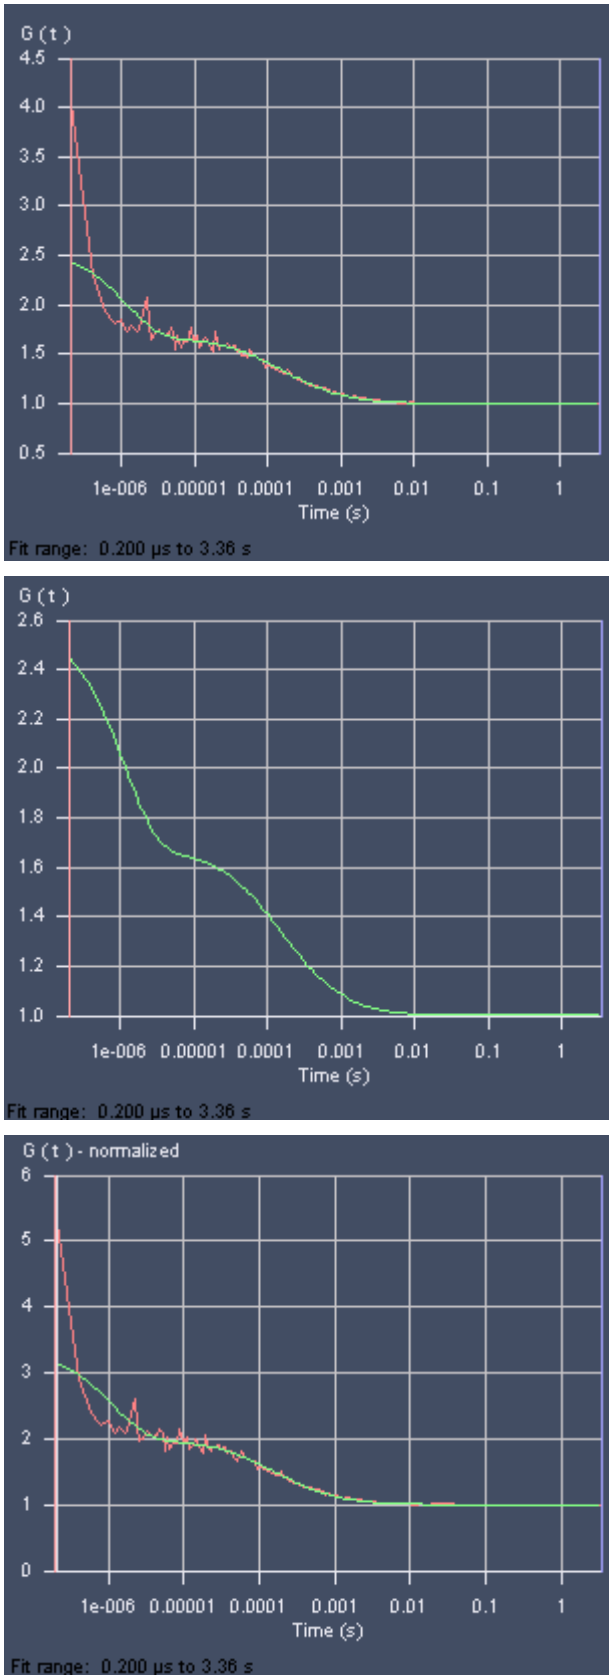

Fig. 379 **Fit Correlation Curve (standard display), with fit curve only, in normalized form**
- Select **Normalize** to display the correlation curves in a normalized form (Fig. 379). The amplitude of the diffusion contribution will be normalized to 2, not the total amplitude, if other term like triplet state were used in their normalized form. This option is only available for the **Fit Correlation** diagram.